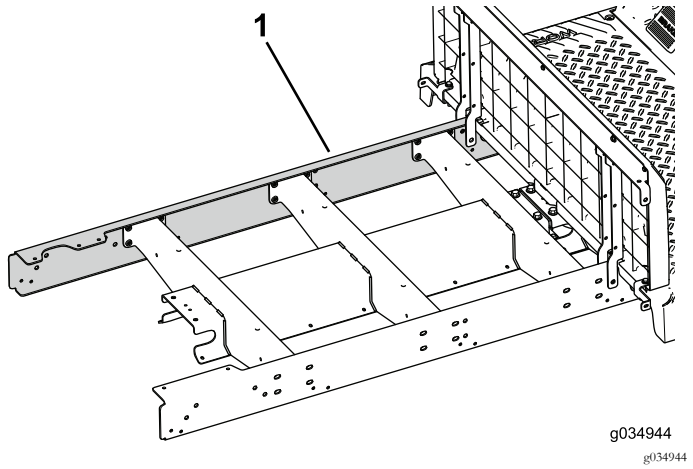

Figura 73
5. Instale sem apertar a calha de extensão no lado esquerdo da máquina (Figura 73).